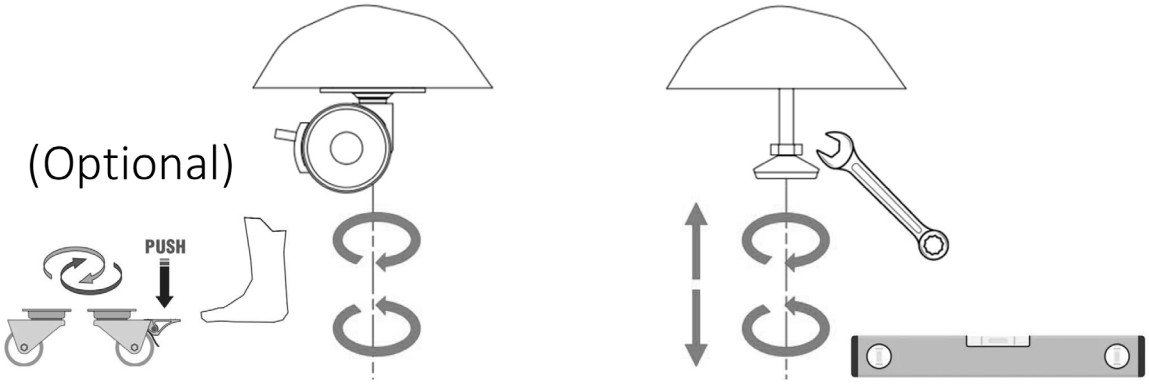

fig. 13
- The equipment is equipped with four (4) adjustable feet or, as an option, four (4) pivoting wheels with brake (Fig. 13):
- - In the configuration with adjustable feet it is absolutely necessary after positioning to level the equipment as shown in fig.13 right side.
- - In the pivoting wheel configuration it is absolutely necessary to stabilize the floor equipment by locking the wheel brakes, making sure that it is positioned flat (Fig.13 left side).
The area for installing the equipment must be large enough to comply with: operational spaces, passageways, escape routes. Fig. 13 shows the minimum distances to be maintained expressed in millimetres.